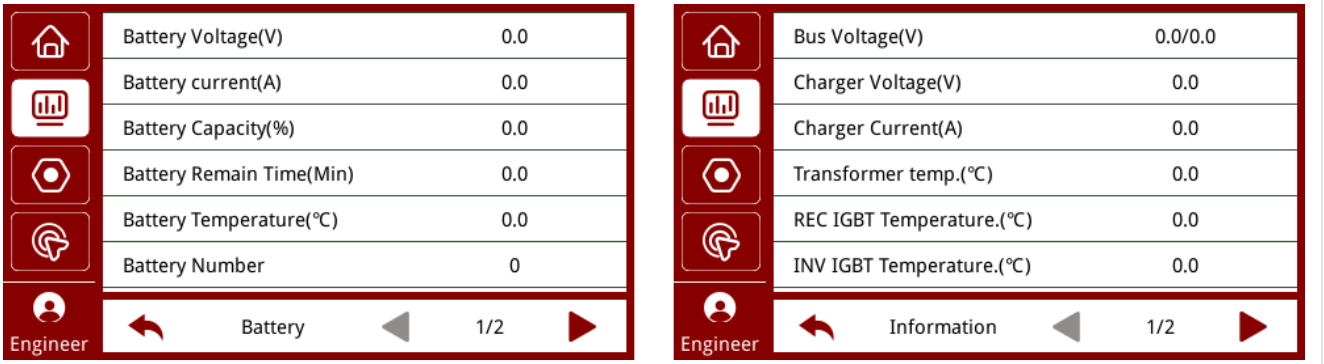

FIGURE 6-6 Data › Battery (left) and Data › Information (right)
3. Watch the battery: **Data › Battery** shows the capacity and the remaining time (Figure 6-6).